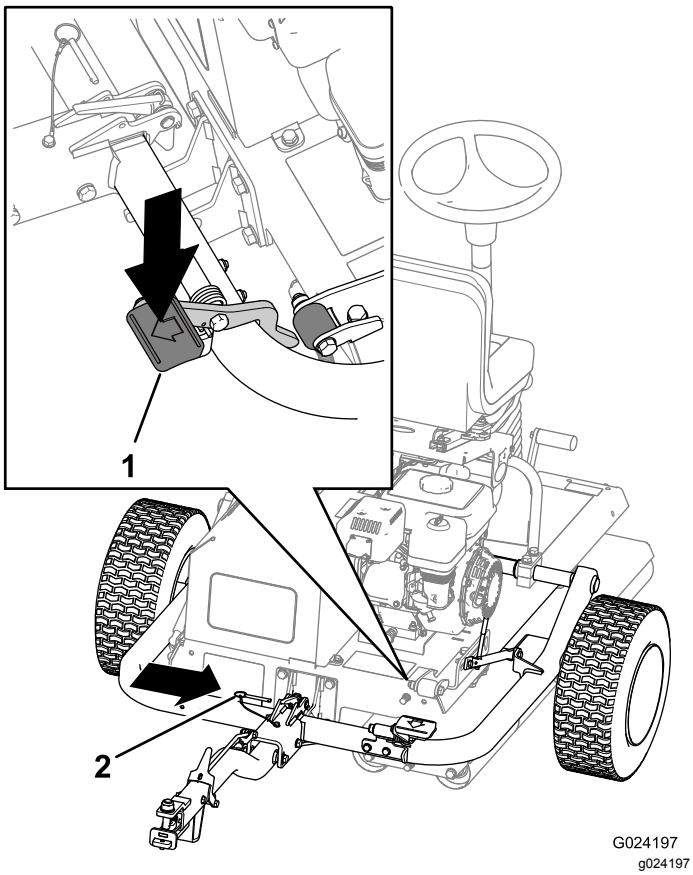

Rysunek 27
C. Nadepnąć na pedał tak, aby hak zablokował się w odpowiednim miejscu (Rysunek 27).
D. Wsunąć kołek zabezpieczający (Rysunek 27).